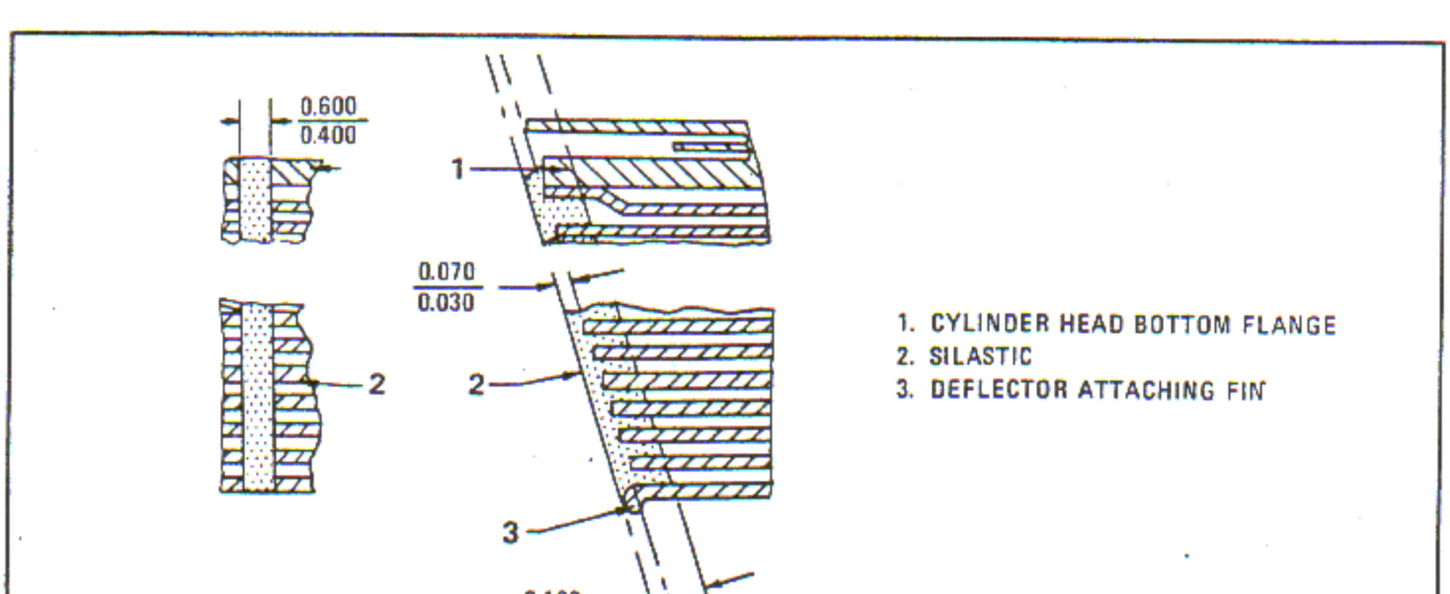

Figure 6-141. Silastic Cylinder Barrel Fin Braces
e. Using locally fabricated hand tools, roll or press the compound into the fin grooves to a depth of 0.100 - 0.180 inch and 0.400 - 0.600 inch wide as shown. See figure 6-141. The compound may protrude beyond the fin edges 0.030 - 0.070 inch. Extend the braces from the bottom fin (deflector attaching fin) to the top side of the cylinder head bottom flange. Apply all forming pressure on the wax paper backing. Cut off the surplus ends with a knife.